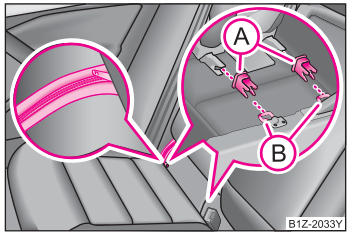

图 123 ISOFIX 装置的固定点
– 将儿童座椅的插口 Ⓐ 插入“ISOFIX”固定环 Ⓑ 中，直至儿童座椅牢靠啮合，并伴有啮合声音 ⇒ 图 123。